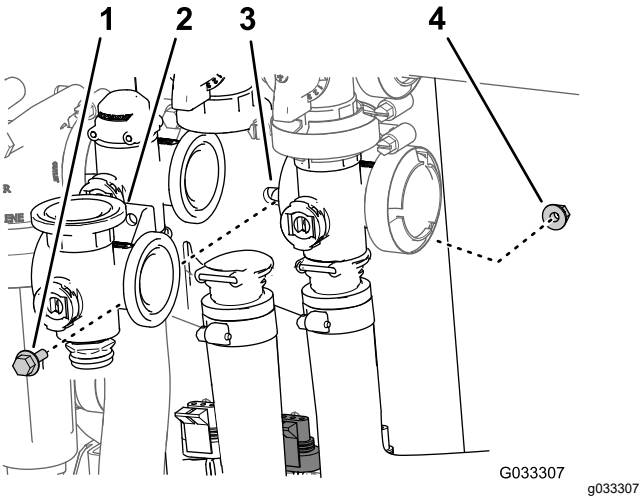

Figur 70
3. Ta bort flänsskruven och flänslåsmuttern som håller fast omrörningsventilen vid ventilfästet, och avlägsna sedan ventilgrenröret från maskinen (Figur 70).